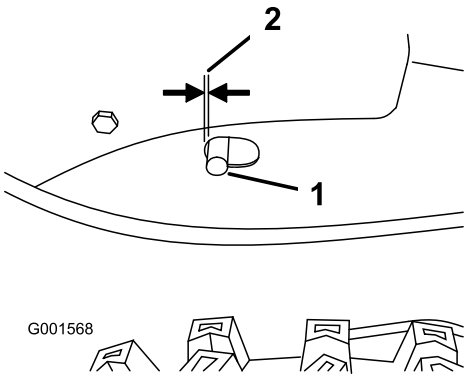

Bild 30
2. Kuppeln Sie den Fahrantriebshebel aus und prüfen Sie den Stift im länglichen Schlitz an der linken Seite der Maschine über dem Reifen (Bild 30).
Hinweis: Von der Vorderseite des Schlitzes zur vorderen Kante des Stifts sollte ein Abstand von 6 mm bestehen (Bild 30).